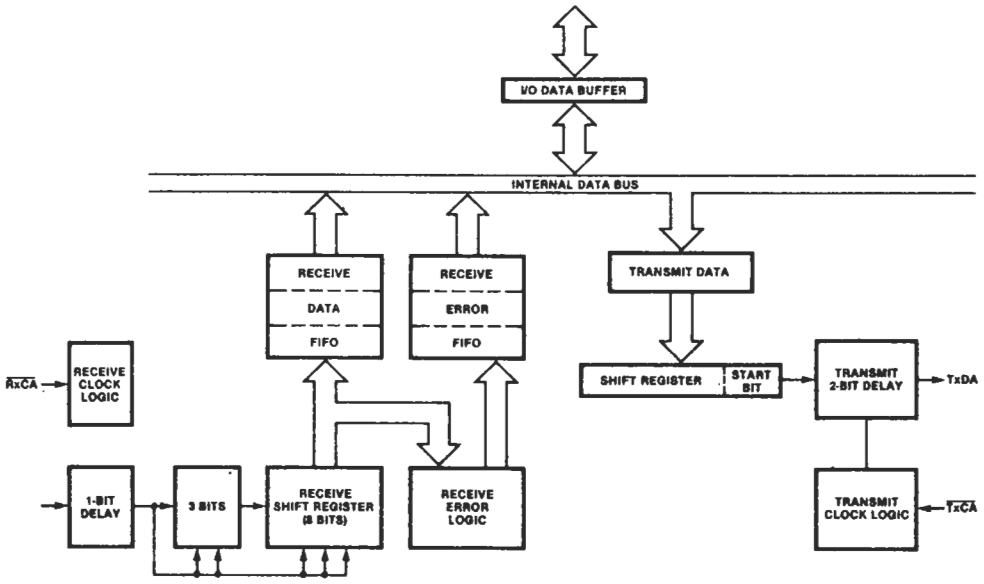

**Figure 4. Data Path**
**Data Path.** The transmit and receive data path illustrated for Channel A in Figure 4 is identical for both channels. The receiver has three 8-bit buffer registers in a FIFO arrangement in addition to the 8-bit receive shift register. This scheme creates additional time for the CPU to service a Receive Character Available interrupt in a high-speed data transfer.
**Write Registers.** The Z-80 DART contains six registers (WR0-WR5) in each channel that are programmed separately by the system program to configure the functional personality of the channels (Figure 4). With the exception of WR0, programming the write registers requires two bytes. The first byte contains three bits ($D_0$-$D_2$) that point to the selected register; the second byte is the actual control word that is written into the register to configure the Z-80 DART.